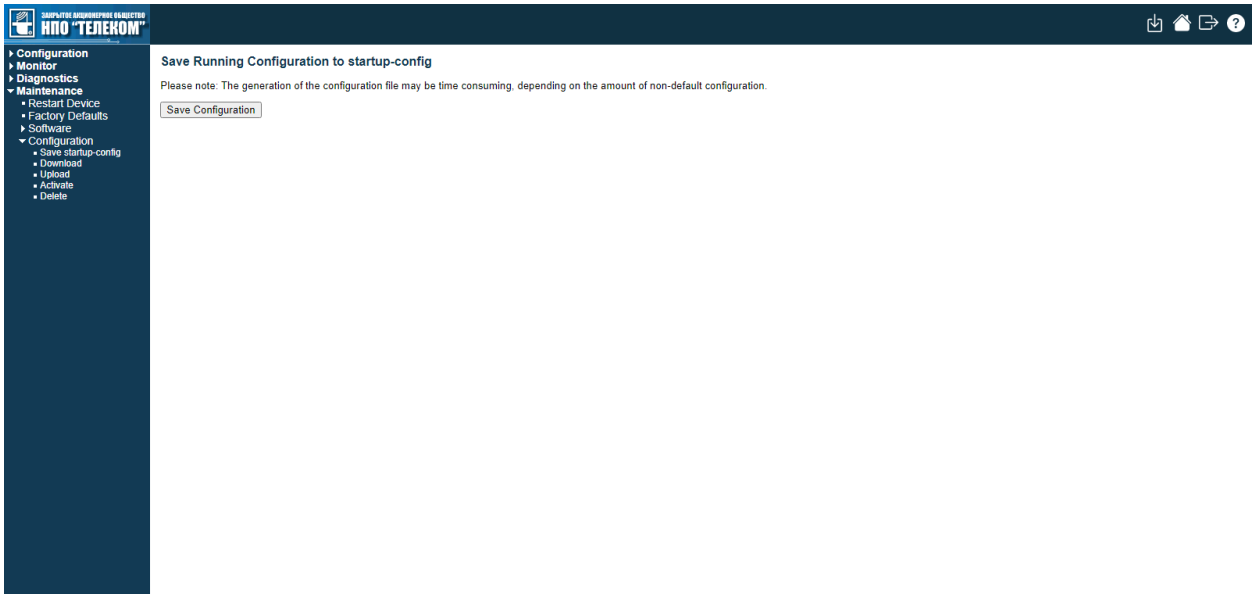

Рисунок 2.3.5 – Сохранение конфигурации
2. Перейдите во вкладку обновления Maintenance→ Configuration→ Factory Defaults (рисунок 2.3.5). Нажмите кнопку «Save Configuration» для перезагрузки устройства.